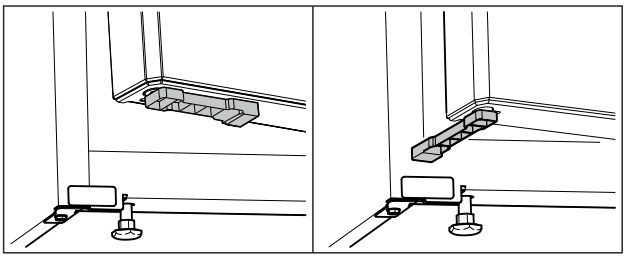

*Fig. 69 **
▶ Pagrieziet durvju spraisli par 90°. (skat. Fig. 69) *